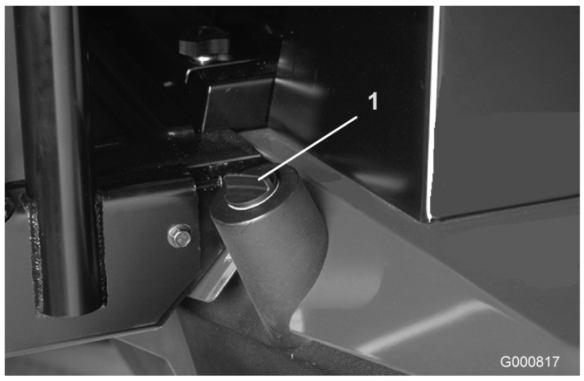

Figura 22
2. Pulite attorno al collo del bocchettone e del tappo del serbatoio idraulico (Figura 22). Togliete il tappo dal bocchettone di riempimento.